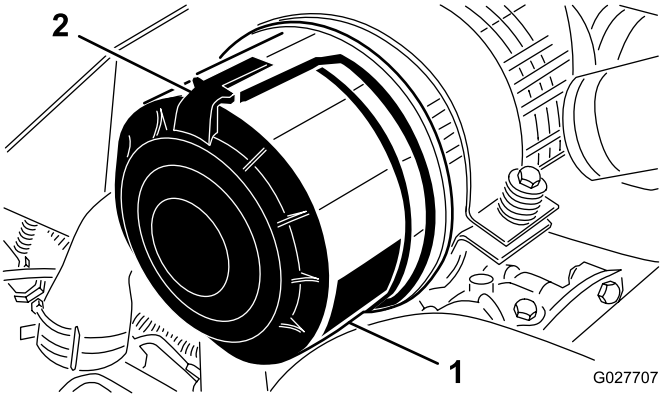

Rysunek 62
1. Zwolnij zatrzaski mocujące pokrywę do korpusu filtra (Rysunek 62).